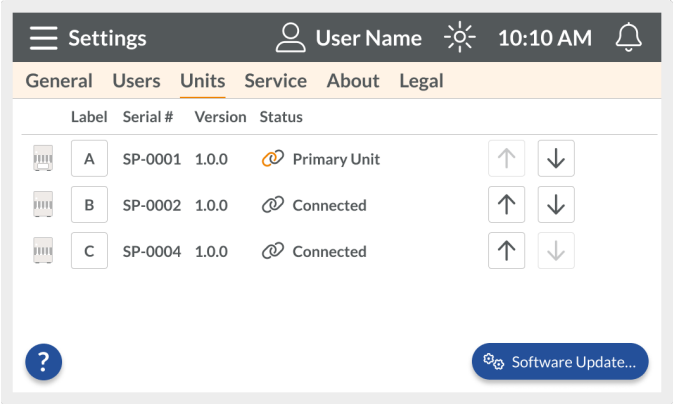

Figure 80. Software Update in the Units Tab
6. Tap Software Update... (Figure 80). A Software Update dialog will be displayed.